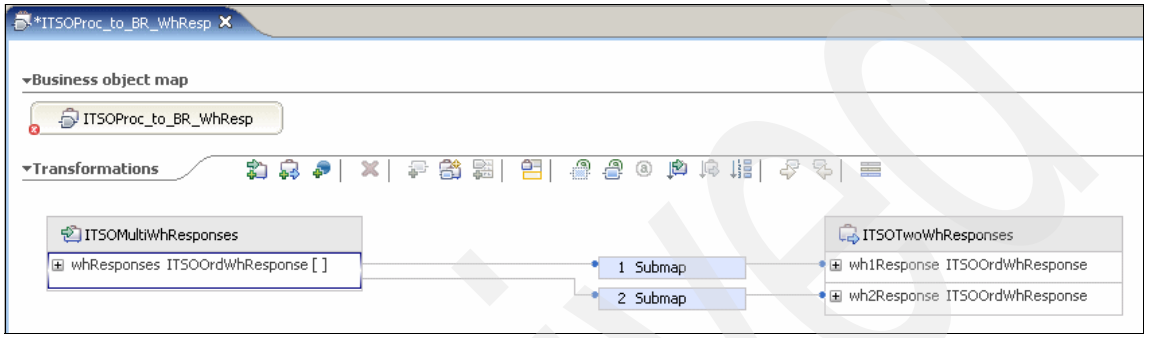

Figure 10-60 Dragging the objects
b. In the ITSOMultiWhResponses object, drag **whResponses** to **wh2Response** in the ITSOTwoWhResponses object (Figure 10-60).